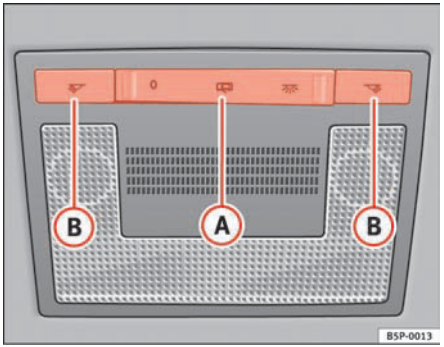

Fig. 79 Detail of the roof: Front reading light
The switch (A) ⇒ fig. 79 is used to select the following positions:
Turn the knob to the position O ⇒ fig. 79.